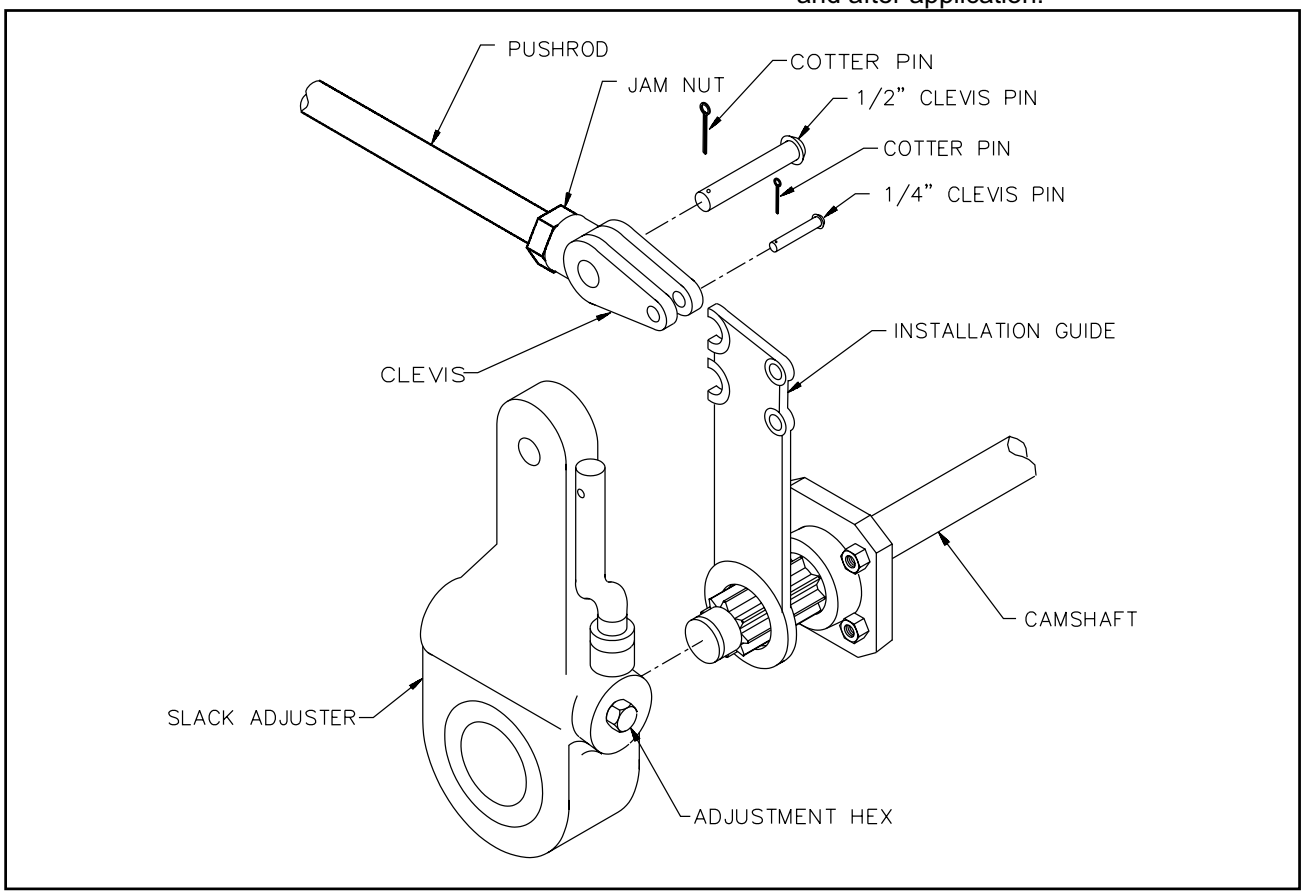

**Figure 4-11 Slack Adjuster**
4. Disconnect the slack adjuster from the connecting rod by removing the clevis pin **(See Figure 4-11).**
3. Remount the brake unit on the axle brackets and reconnect the air service hoses and the slack adjuster connecting rod **(See Figure 4-11).**
**a. Operational Check (See Figure 4-11)**
**b. Replacing Slack Adjuster (See Figure 4-11)**